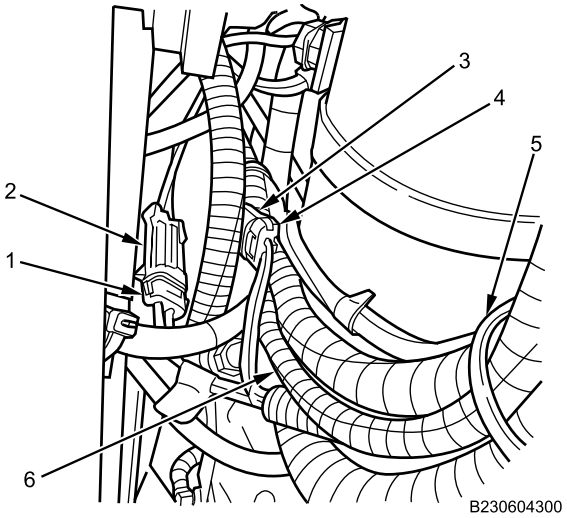

Figure 4. Clean Power and Ground Harness Connectors at Starter Motor.
1. Connect ECM clean harness in-line connector (Figure 4, Item 1) to engine harness connector (Figure 4, Item 2).
2. Connect TCM clean harness in-line connector (Figure 4, Item 4) to engine harness connector (Figure 4, Item 3).
3. Install new cable lock straps (Figure 4, Item 5) on clean power and ground harness (Figure 4, Item 6) as required.